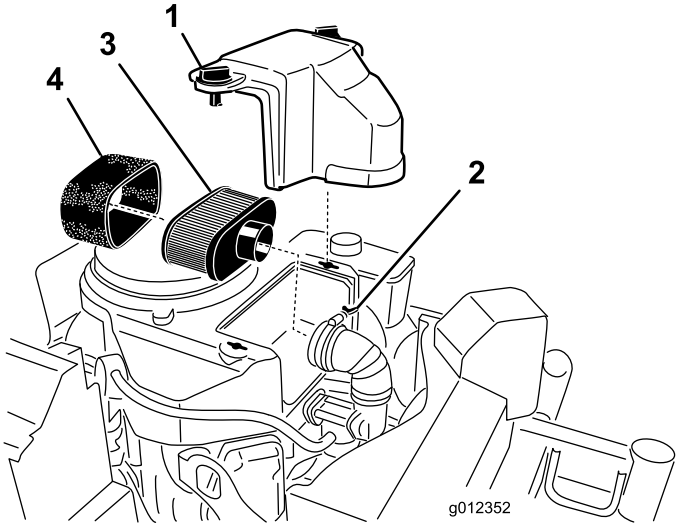

Figur 24
3. Gör rent runt luftrenaren så att inte smuts faller ned i motorn och orsakar skador (Figur 24).
4. Öppna kåpans vred och ta bort luftrenarkåpan (Figur 24).
5. Skruva loss slangklämman och ta bort luftrenarenheten (Figur 24).
6. Dra försiktigt bort skumplastinsatsen från pappersinsatsen (Figur 24).
1. Rengör inte pappersfiltret. Byt ut det (Figur 24).
1. Skjut försiktigt på skumplastinsatsen på luftrenarens pappersinsats (Figur 24).
2. Placera luftrenaren på luftrenarbasen och sätt fast den med hjälp av de två vingmuttrarna (Figur 24).
3. Sätt fast luftrenarkåpan på rätt plats och dra åt kåpvredet (Figur 24).